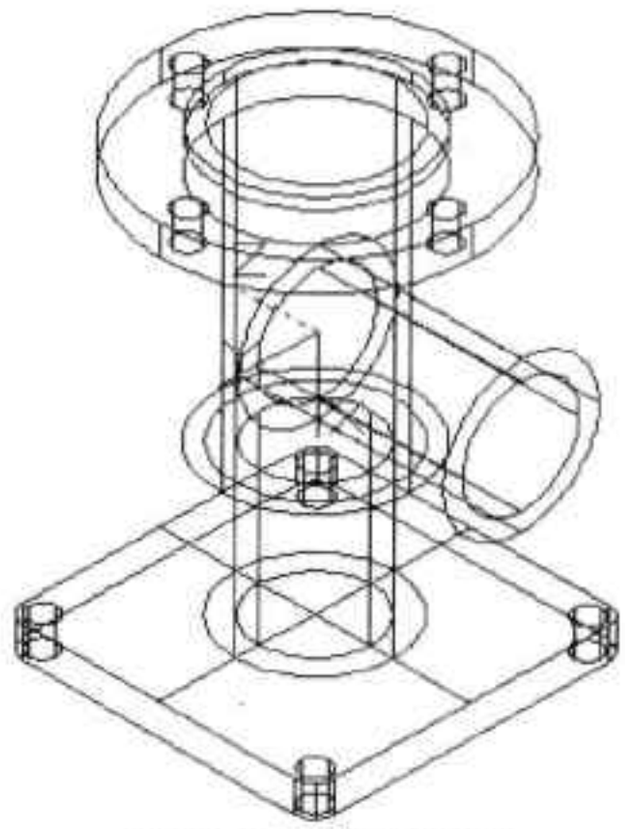

图13-68 绘制圆柱体
Step21 再次执行“圆柱体”命令，同样以坐标原点为圆心，绘制直径 30mm、高 52mm 的圆柱体，如图 13-68 所示。